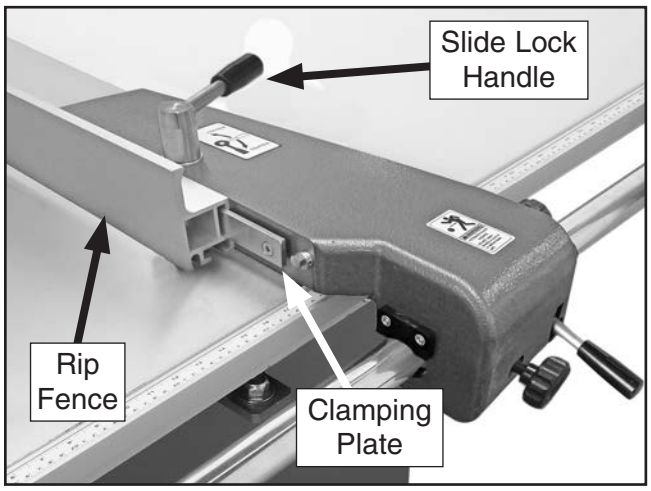

Figure 34. Rip fence attached to rip fence base.
22. Slide rip fence onto clamping plate, as shown in **Figure 34**, and lock it with slide lock handle.